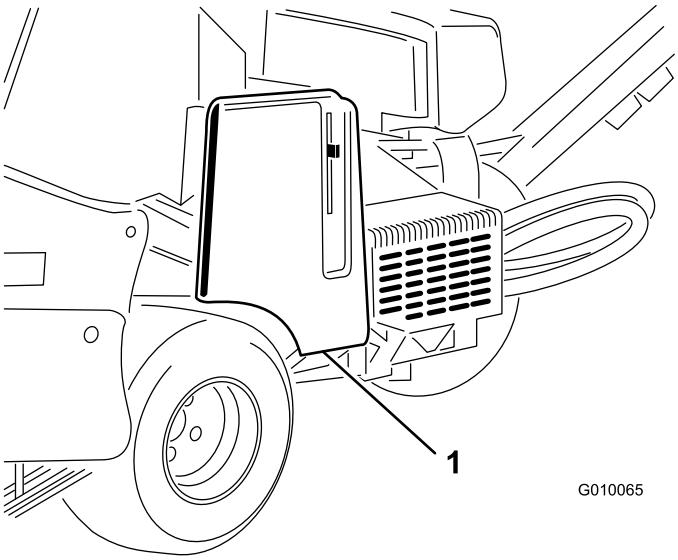

Figure 55
1. Déverrouillez et déposez le couvercle de courroie (Figure 55).